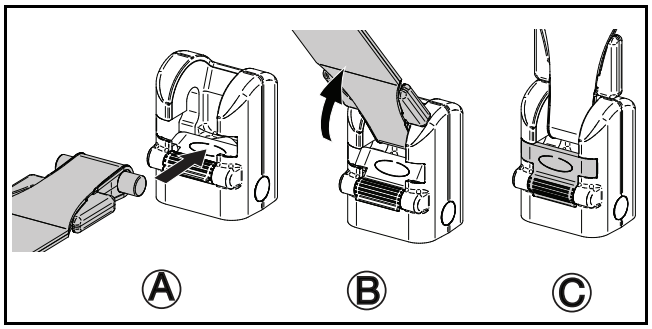

Fig. 5
5) Introduire la sangle du cadre de civière avec le pivot dans le dispositif d'attache rapide Quick Connect en la poussant vers l'intérieur (voir Fig. 5 A).
6) Tourner la sangle vers le haut (voir Fig. 5 B).
7) Vérifier que le loquet est fermé (voir Fig. 5 C).